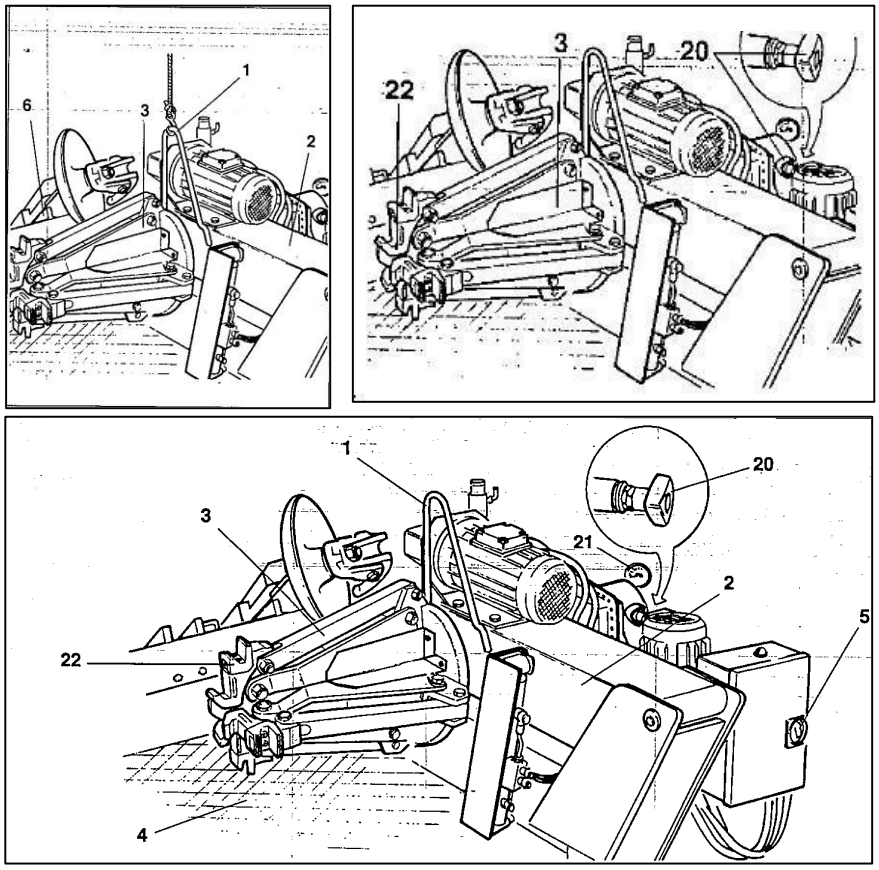

Рис. 3.1
Шиномонтажный станок оснащен вилкой (1, рис. 3.1) для перемещения устройства. Следуйте инструкциям:
1) Полностью опустите удерживающий рычаг поворотного стола (2, рис. 3.1).
2) Полностью закройте кулачки зажимного патрона (3, рис. 3.1).
3) Подведите диск отжима борта к подъемному кронштейну (1, рис.3.1), примерно на 20 см к рычагу (14 рис.6.3), закрытому в рабочем положении.